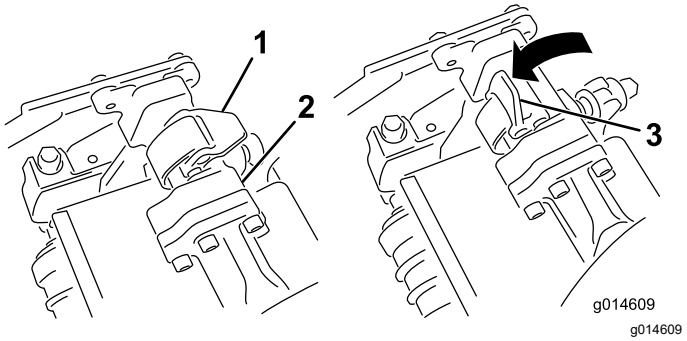
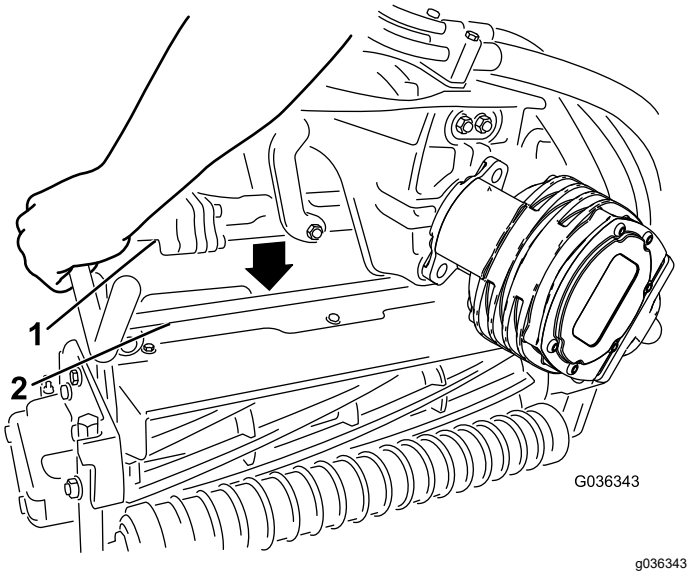

Figura 68
Figura 69
3. Abra los enganches de la barra del brazo de suspensión (Figura 68) y empuje hacia abajo el brazo de suspensión hasta que la barra encaje sobre ambos brazos de inclinación de la unidad de corte, y asegúrese de que los cierres pasan por debajo del travesaño de la unidad de corte (Figura 69).
4. Presione los enganches hacia abajo alrededor de la barra de la unidad de corte y bloquéelas (Figura 68).
6. Abra los enganches de la barra del brazo de suspensión de la unidad de corte que está retirando (Figura 68).